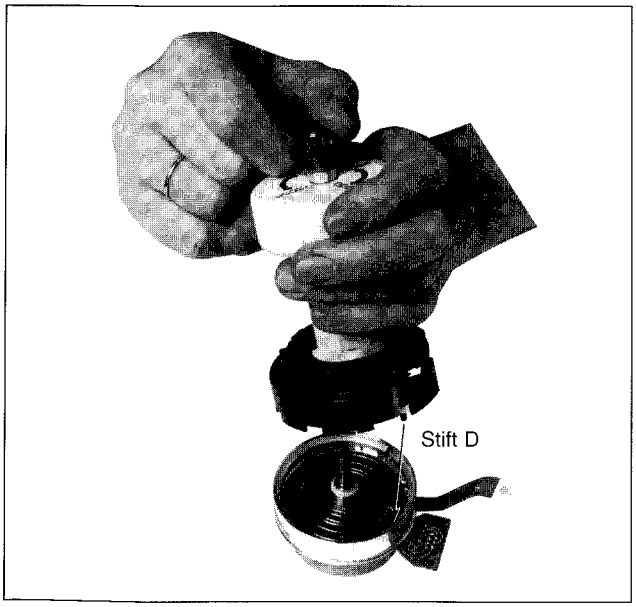

Abb. M7
• Kopfscheibe so positionieren, daß der Stift D der Schutzkappe in die Öffnung des Stators eingreift (der Pfeil auf der Schutzkappe zeigt dabei zum Motorprint; siehe Abb. M7).